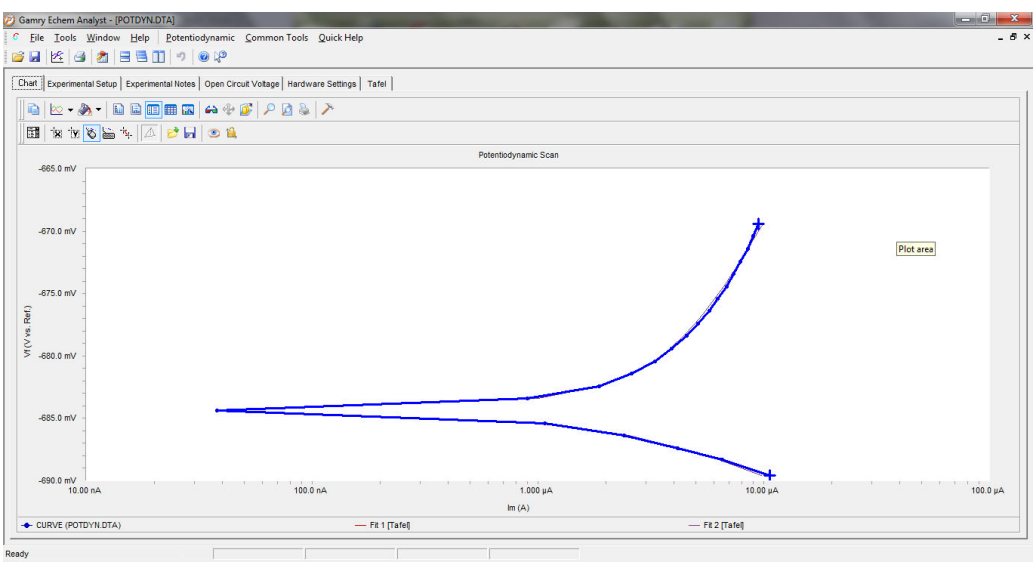

Figure 12. Snapshot of the Gamry Echem Analyst software
2.8.9 From the Gamry Echem Analyst software (Figure 12), data can be exported by pressing the "copy to clipboard" button in the software and pasting into an excel sheet.